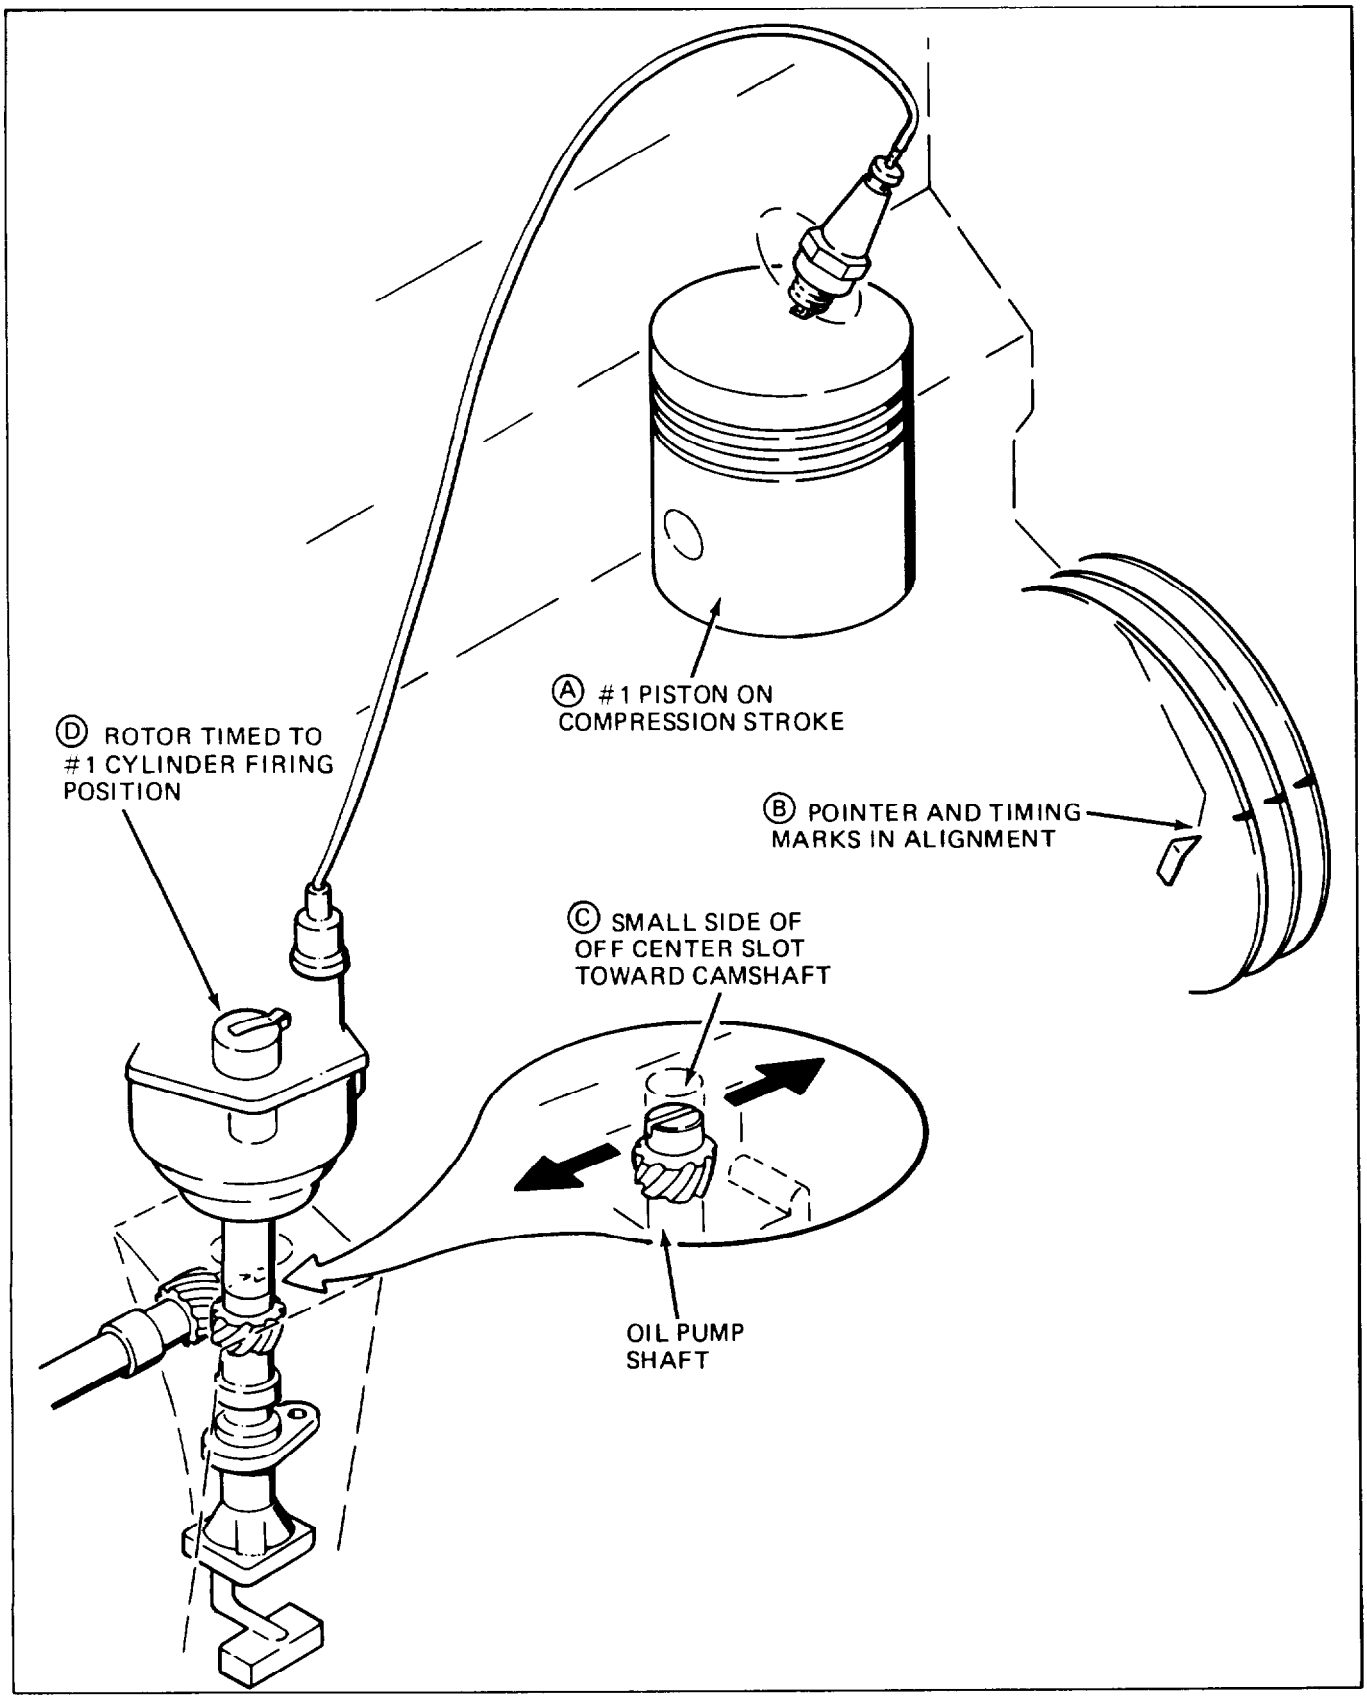

Figure 5-68. Timing Oil Pump and Distributor
e. The oil pump must be timed with the distributor. See figure 5-68 for special installation procedure.